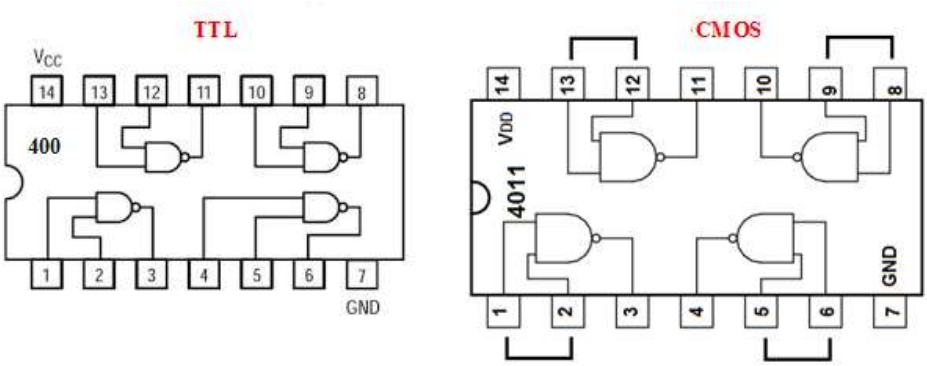

Fig.9 Schemă Circuit TTL-7400 şi CMOS
- Circuitele TTL au modul de prezentare (I,I,O), adică (intrare, intrare, ieşire), însă la CMOS este diferit (I,I,O – O, I, I) , astfel încât acestea nu se pot înlocui având dispoziţia pinilor diferită aşa ca şi în fig.9;
Pentru a conecta două familii TTL – CMOS se verifică dacă sunt îndeplinite cele 4 condiţii amintite mai sus. Se va face în continuare o scurtă analiză a acestor situaţii. Aşasar, atunci când un circuit TTL trebuie să comande un CMOS, în mod identic se vor afişa valorile de la intrare şi de la ieşire, ilustrate în fig.9: